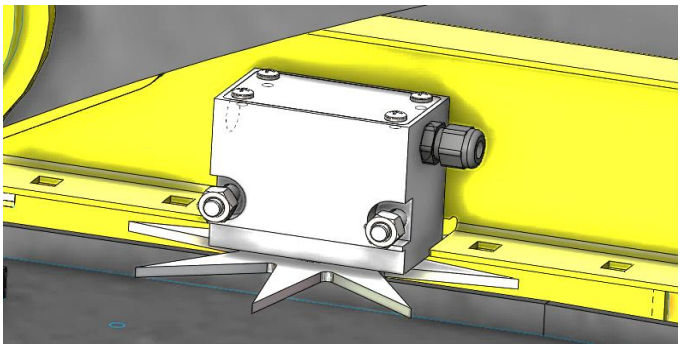
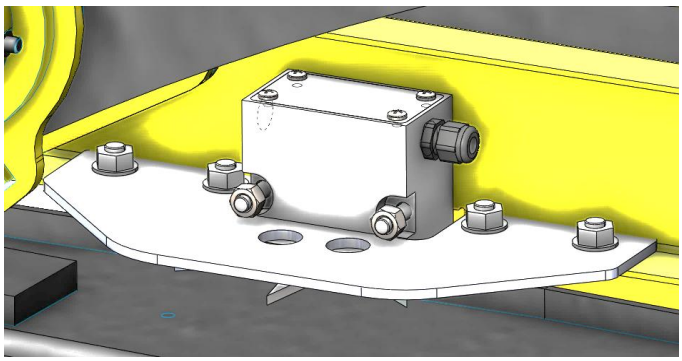

Figure 2
Figure 3
3. Position the star wheel mounting holes and mark the width of the star wheel 4” (112mm). As well as the depth of the star wheel of 2” (50mm). This piece will need to be removed from the baler bracket in order for star wheel to fit flush with baler bracket (Figure 2). After cutting touch up with paint to prevent rusting.
4. Mount star wheel with two position plug on right side of baler when looking at the back. Mount star wheel with six position plug to left side or ladder side of baler. Use hardware from parts bag (E) to mount
5. Position reinforcement brackets (001-4644BHD) around the star wheel. Shown mounted in Figure 3. Repeat mounting the star wheel and installation of the reinforcement bracket on the right side of baler. Used supplied 3/8” x 3/4” Carriage bolts and flange nuts to secure. Hand tighten with wrench or ratchet- not to exceed 13 ft-lb torque. **DO NOT USE AN IMPACT TO TIGHTEN.** Over torquing star wheel mounting hardware can cause pre-mature wear of the star wheel blocks.